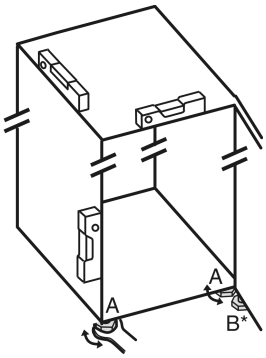

Fig. 6
▶ Seřizovací nožky *Fig. 6 (A)* vyšroubujte pomocí přiloženého vidlicového klíče a pomocí vodováhy, dokud nebude spotřebič pevně vyrovnaný.
▶ Seřizovací nožku *Fig. 6 (B)* na stojanu ložiska vytáčejte pomocí přiloženého vidlicového klíče, až dosedne na zem.
▶ Seřizovací nožku *Fig. 6 (B)* otáčejte dál o 90°.